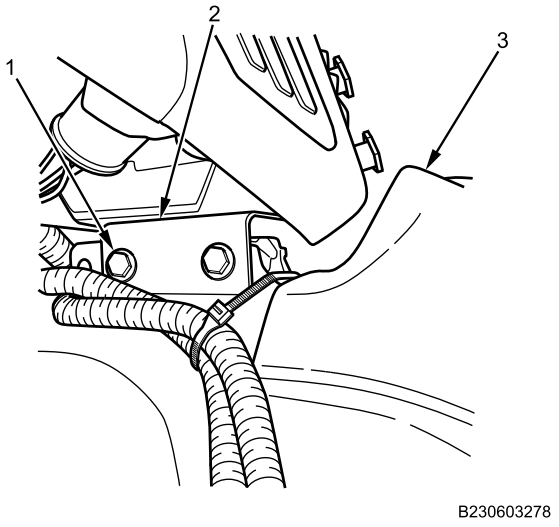

Figure 8. Drive Selector Console.
8. Install drive selector console (Figure 8, Item 3) on instrument panel (Figure 8, Item 2) with two bolts (Figure 8, Item 1). Tighten bolts securely.